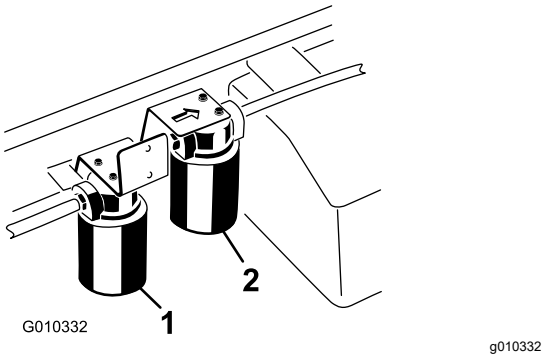

Figura 71
5. Coloque um recipiente de escoamento debaixo do filtro e retire o filtro (Figura 71).
4. Limpe a zona em torno da montagem do filtro de alto fluxo (Figura 71).